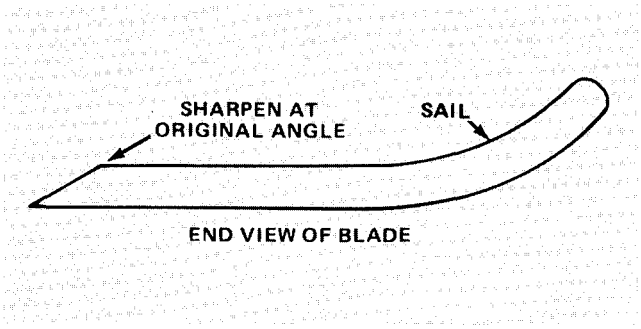

Figure 27
3. Inspect cutting edges of all blades. Sharpen the cutting edges if they are dull or nicked. Sharpen only the top side of the cutting edge and maintain the original cutting angle to make sure of sharpness (Fig. 27). The blade will remain balanced if same amount of metal is removed from both cutting edges.